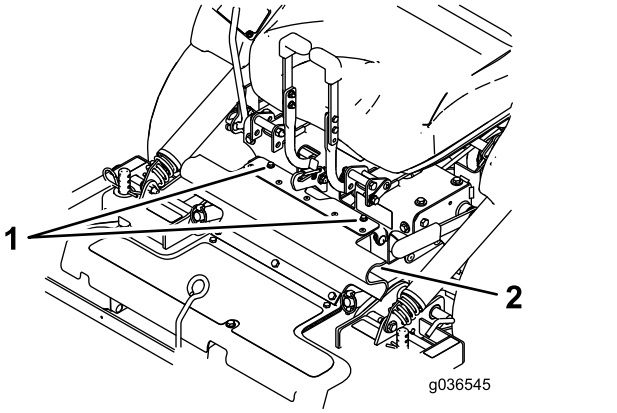

Figuur 79
8. Maak de bouten los die aan de rubberen kap zijn bevestigd (Figuur 79).
8. Lijn het bovenste gedeelte van de rubberen kap uit en zet deze met de bevestigde bouten vast (Figuur 79).